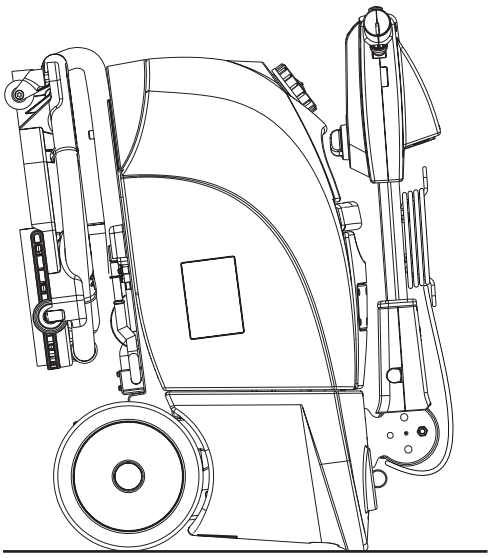

**Figura 4**
2. Abrir la tapa (4) y desconectar el conector de la batería (7).
4. Para proteger el cepillo y los cauchos de la boquilla doblar el manillar (2) adelante y aparcar la máquina como indicado en la figura 4.